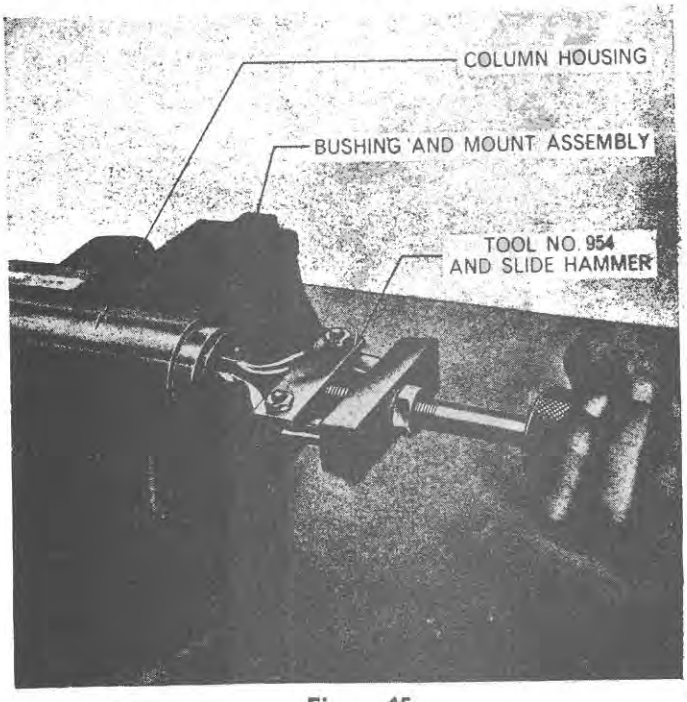

Figure 15
4. Inspect the column upper bush for excessive wear or scoring and if necessary to replace, remove complete with rubber mount using Tool No. 954, and slide hammer, Figure 15, and insert a new bush and mount assembly.